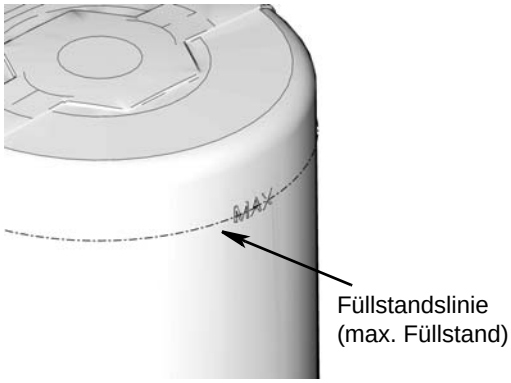

Abb. 14
- Schmiermittelbehälter dabei nicht überfüllen (Abb. 14).